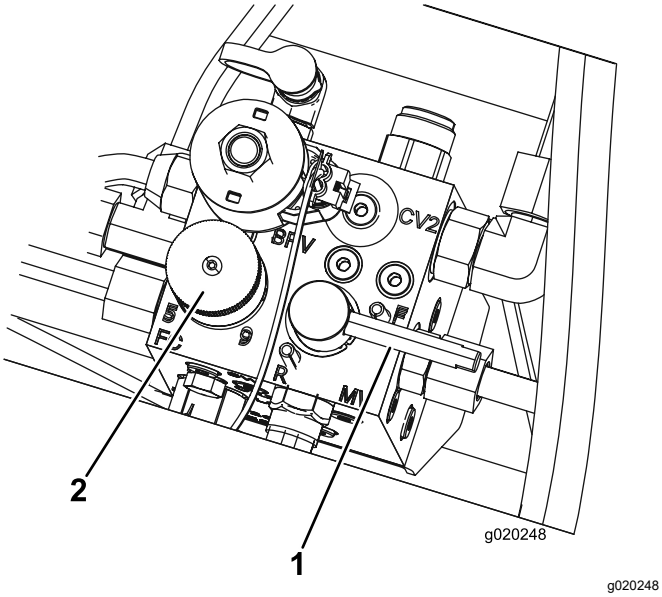

**Figure 83**
5. Réglez le bouton de commande de vitesse des cylindres à la position 1 (Figure 83).
6. Tournez le levier de rodage à la position R (rodage) (Figure 83).